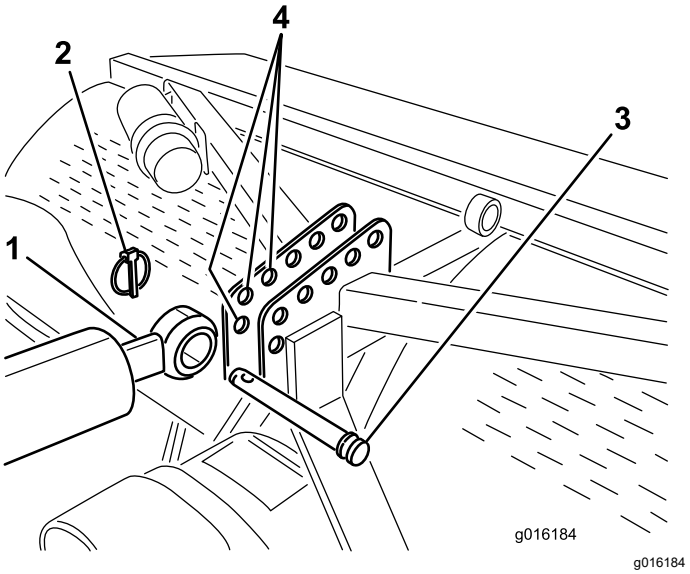
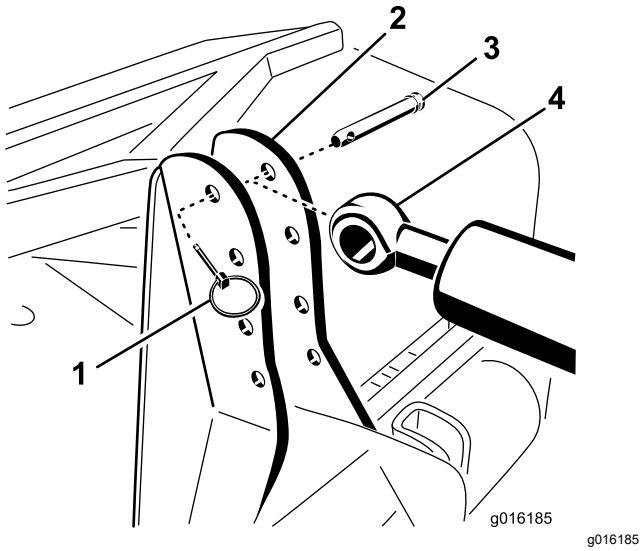

Figura 6
Figura 7
7. Fissate la testa di biella dell'attacco idraulico superiore al foro più avanzato sulla staffa dell'arieggiatore per mezzo del perno d'attacco e della coppiglia ad anello (Figura 6 o Figura 7).